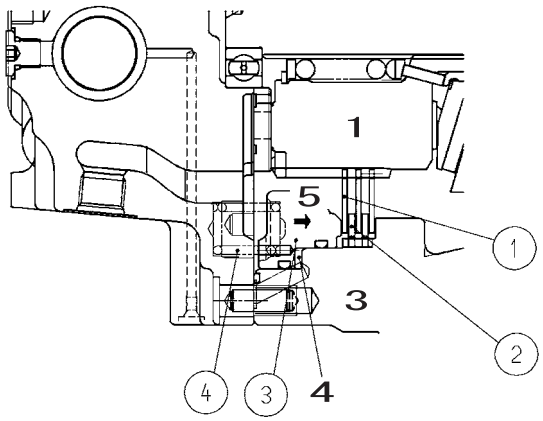

Figure 16 Parking brake engaged state
B. Operating the parking brake (Figure 16)